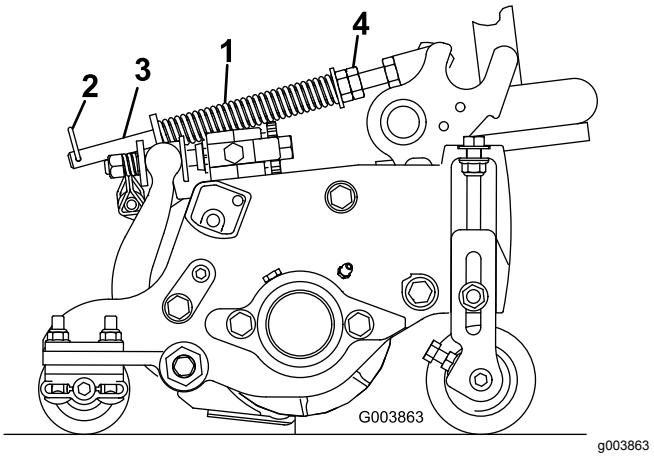

**Figur 17**
Dekkekompenseringsfjæren (Figur 17) overfører vekten fra den fremre til den bakre valsen. Dette er med på å redusere bølgemønsteret i gresset, også kjent som "ondulering".
1. Kontroller at hårnålssplinten er installert i det bakre hullet på enden av stangen (Figur 17).
2. Trekk til sekskantmutrene foran på fjærstangen til den komprimerte lengden på fjæren er 12,7 cm for klippeenheter på 12,7 cm eller 15,9 cm for klippeenheter på 15,9 cm) (Figur 17).